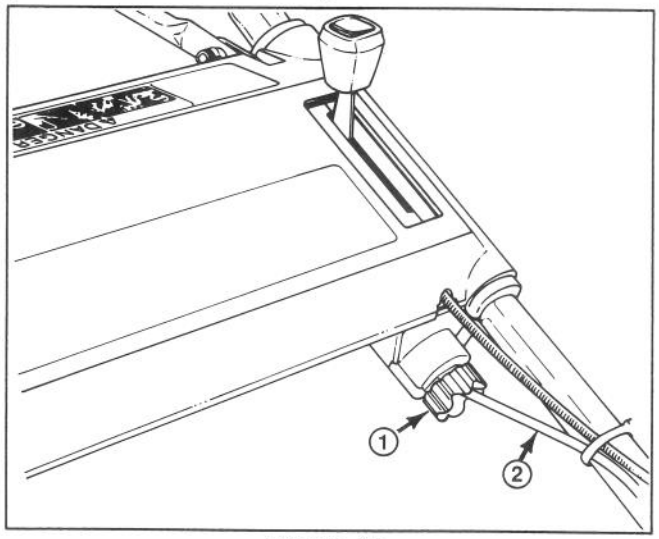

Figure 21
2. Rotate adjustment knob under lower left hand side of control panel (Fig. 21) 1/2 turn clockwise to tighten drive belt, or 1/2 turn counterclockwise to loosen belt. Hold control cable while rotating to prevent cable from turning.